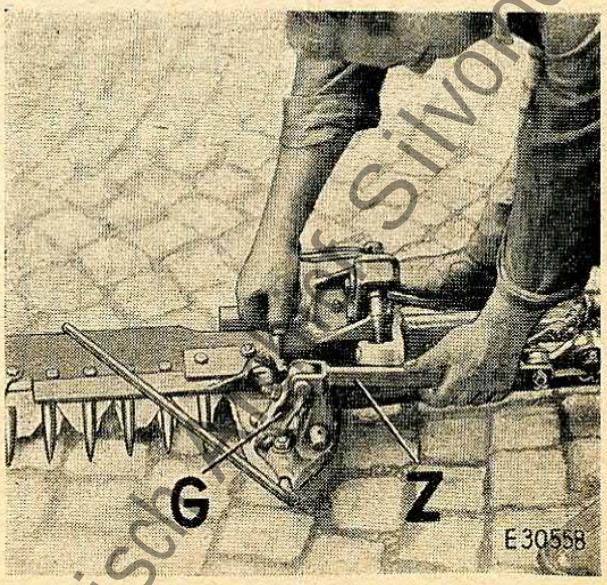

Bild 12
7. Zugstange (Z, Bild 12) mit Bolzen und Splint im Gelenkstück (G) einhängen.